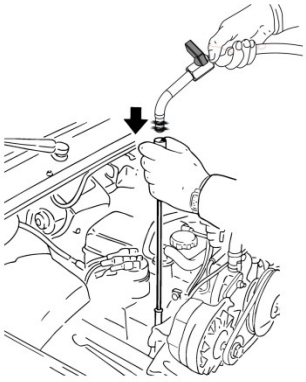

Рис. 3
c) Выберите наиболее подходящий маслозаборный щуп (максимально возможный диаметр, по отверстию двигателя) и плотно подключите его к наконечнику отводной трубы. Вставьте другой конец щупа в масловпускное отверстие (рис. 3).